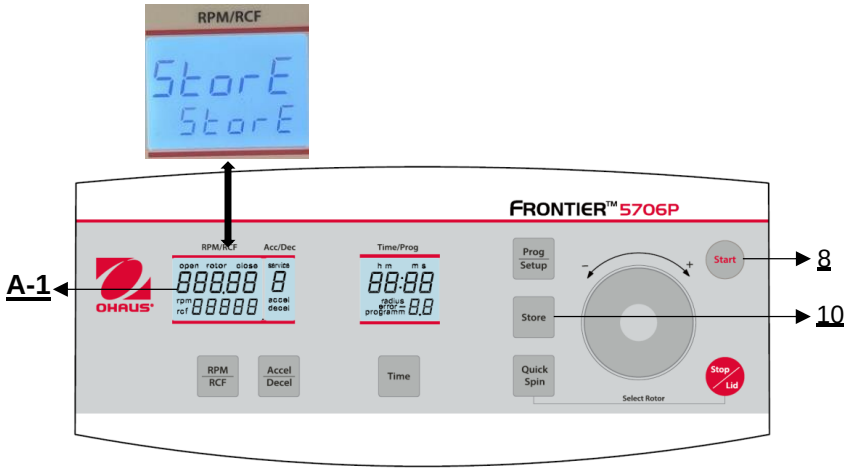

**Figure 29**
All changed settings must be confirmed by the key **"Start"**(8) or **"Store"** (10). The word **"Store"** appears in the display **"RPM | RCF"** (A-1) – Only then the pre-selections are valid **(see Figure 29).** After you have stored the settings, you can change to normal program mode again by switching off the centrifuge for a short while.